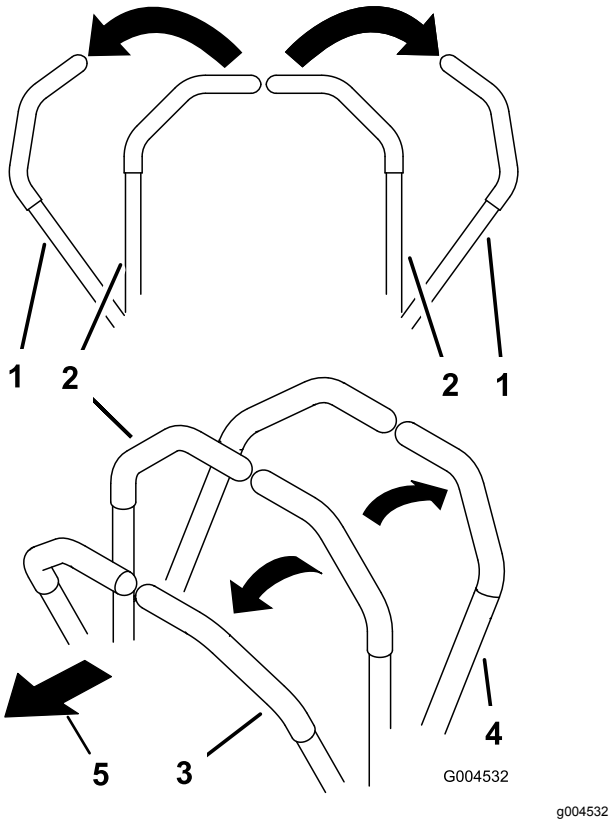

Rysunek 19
- Aby jechać do przodu, powoli przesuń dźwignie sterowania do przodu (Rysunek 19).
- Aby jechać do tyłu, powoli przesuń dźwignie sterowania do tyłu (Rysunek 19).
- Aby skręcić, zmniejsz prędkość maszyny, pociągając obie dźwignie do tyłu, a następnie popychając dźwignię po stronie, w którą ma zostać wykonany skręt, do przodu (Rysunek 19).